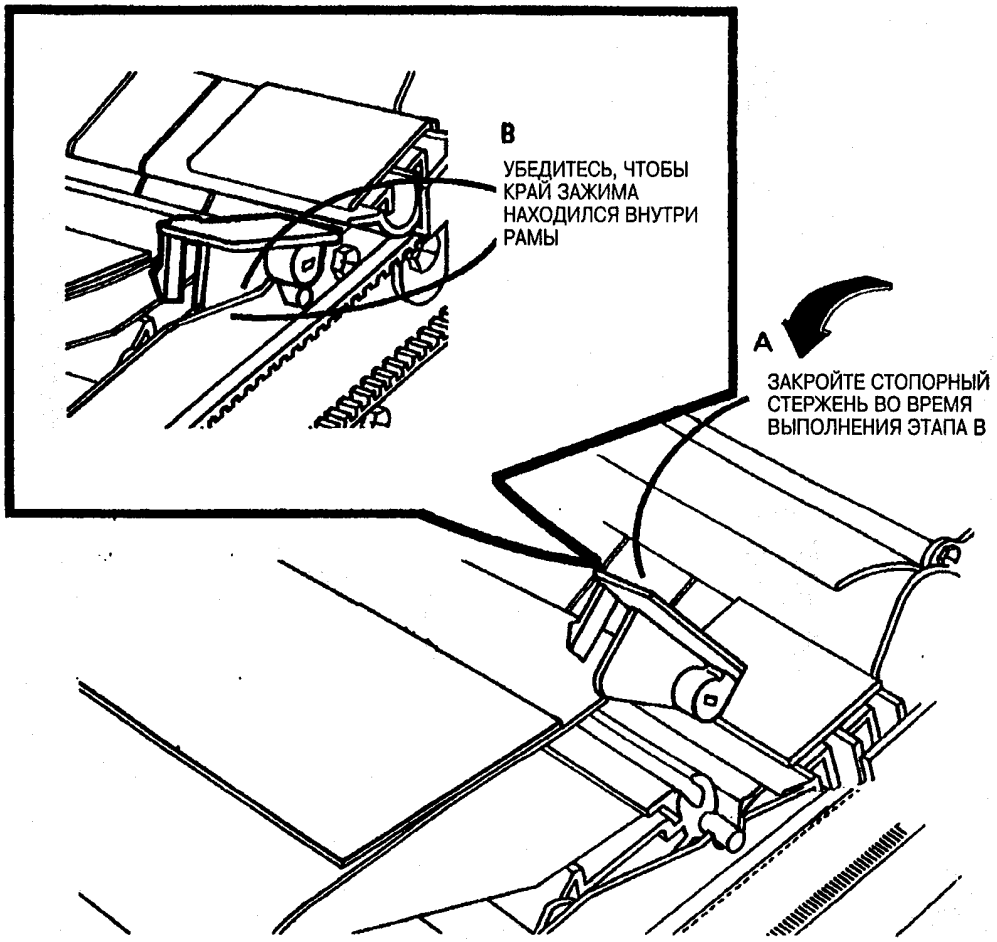

Рис. 2. Установите тканый направитель.
1. (Рис. 2): Установите тканый направитель.